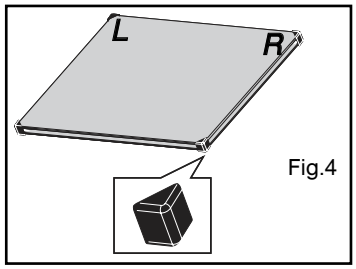

Fig.4
- Tag evt. hele enheden ud af ovnlågen. Denne enhed består af en eller to ruden i henhold til modellen og har fire stoppestifter af sort gummi i hvert hjørne (Fig.4).